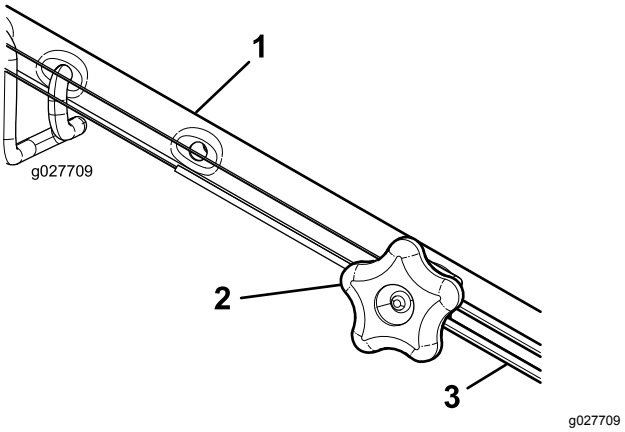

Figur 42
1. Vrid justeringsvredet moturs för att lossa kabeljusteringen (Figur 42).
2. Justera kabelspänningen (Figur 42) genom att dra den tillbaka eller trycka den framåt och sedan hålla den i det läget.